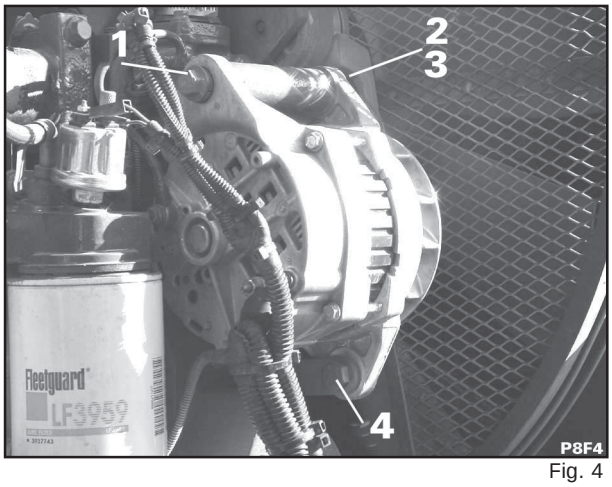

Fig. 4
5. Remova o parafuso (1 – fig. 4), a porca (2 – fig. 4) e a arruela (3 – fig. 4) do suporte do alternador.
6. Remova o parafuso (4 – fig. 4) do suporte inferior do alternador.